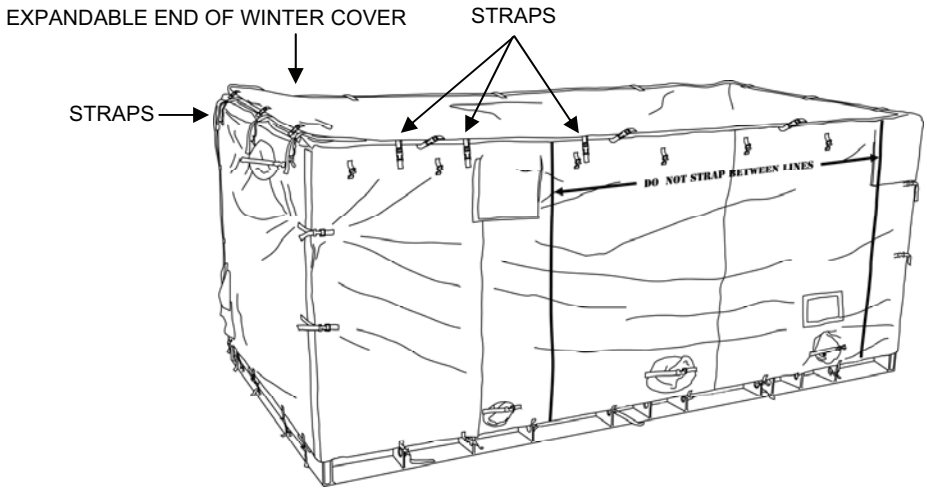

Figure 5. Winter Cover Straps Over the Operator Station.
2. If the winter cover is installed over the TWPS unit, unfasten the straps around the expandable end of the cover above the operator station roof (Figure 5).